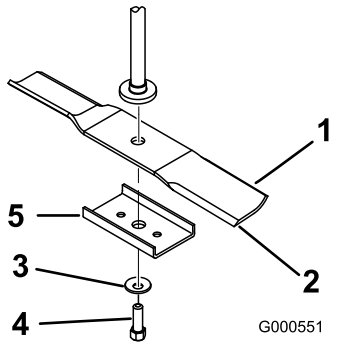
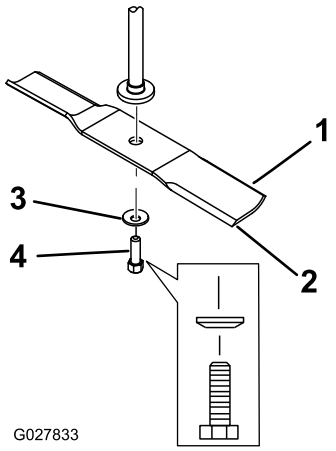

Figuur 53
Figuur 54
2. Verwijder de mesversteviger (uitsluitend bij maaidekken van 81 cm), de mesbout, de klemring en het mes van de spilas (Figuur 53 en Figuur 54).
1. Monteer het mes op de as (Figuur 54).
2. Monteer de mesversteviger (uitsluitend bij maaidekken van 81 cm), de klemring (holle kant naar het mes toe) en de mesbout (Figuur 54).